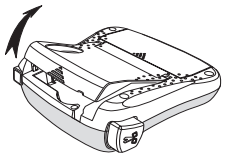

Abbildung 3
1. Klappen Sie den Kassettendeckel hoch, um das Kassettenfach zu öffnen. Siehe Abbildung 3.